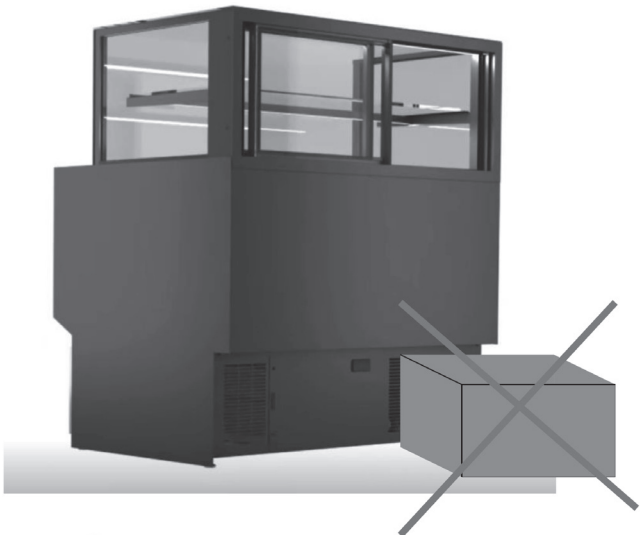

fig. 14
- Non posizionare oggetti, materiali o cose in prossimità delle griglie di ricircolo dell'aria del gruppo compressore condensatore, che possano impedire un corretto raffreddamento e funzionamento della vetrina (fig.14)